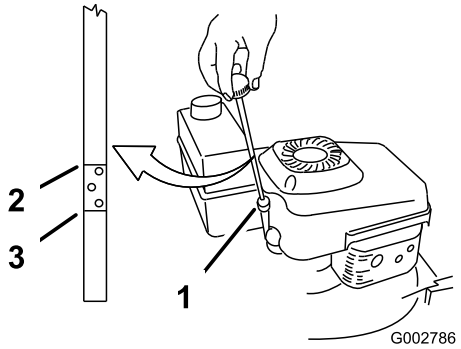

**Figura 13**
Prima di usare il tosaerba, verificate sempre che il livello dell'olio si trovi fra le tacche Add (rabboccare) e Full (pieno) sull'asta di livello (Figura 13).
2. Pulite attorno all'asta di livello (Figura 13).
6. Rimuovete l'asta e controllate il livello dell'olio sull'asta (Figura 13).